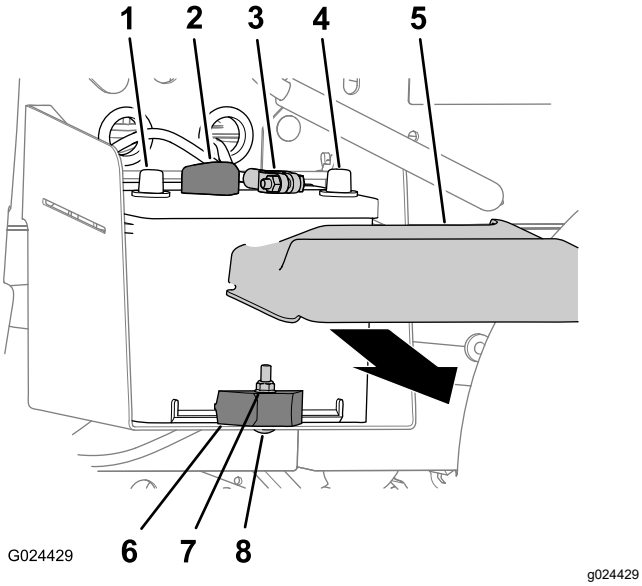

Figuur 52
1. Knijp de zijkanten van het accudeksel samen en neem het deksel van de bovenzijde van de accu (Figuur 52).
2. Koppel de minkabel los van de accupool (Figuur 52).
3. Koppel de pluskabel los van de accupool (Figuur 52).
2. Verwijder de borgmoer, slotbout en accuklem waarmee de accu vastzit aan de accubak (Figuur 52).
3. Verwijder de accu uit de accubak (Figuur 52).
1. Lijn de accu uit met de accubak van de machine (Figuur 52).
Opmerking: Zorg ervoor dat de plus- en minpool van de accu uitgelijnd zijn; zie Figuur 52.
2. Bevestig de accu met de accuklem, de slotbout en de borgmoer aan de accubak (Figuur 52).
1. Sluit de pluskabel aan op de accupool (Figuur 52).
2. Sluit de minkabel aan op de accupool (Figuur 52).
3. Plaats het accudeksel op de bovenkant van de accu (Figuur 52).